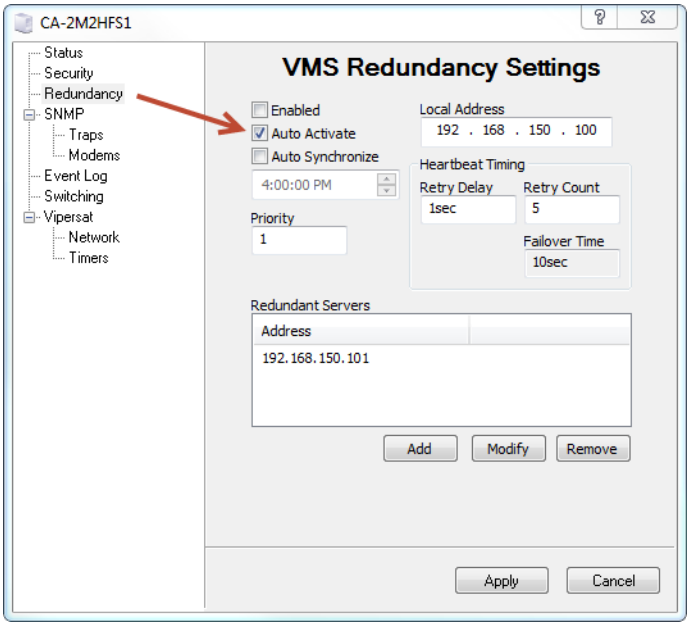

Figure 3-14 Server Properties, Auto Activate
2. Select the **Redundancy** dialog, then check the box for **Auto Activate** as shown in figure 3-14. This will automatically activate the server processes whenever the Vipersat Management System service is started.